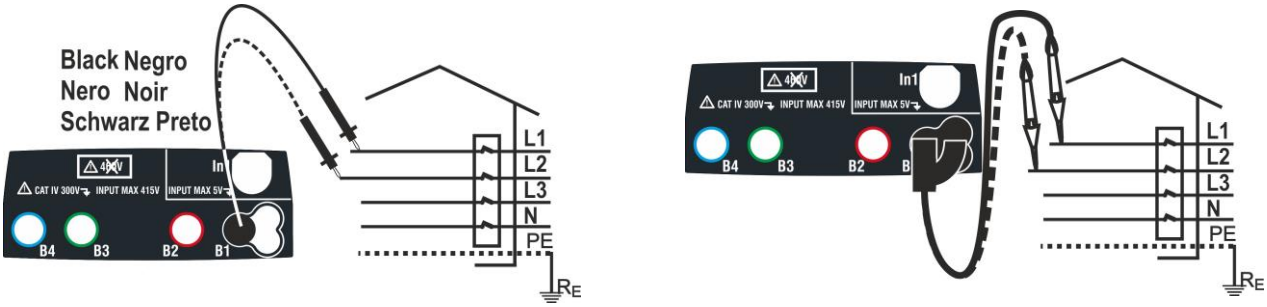
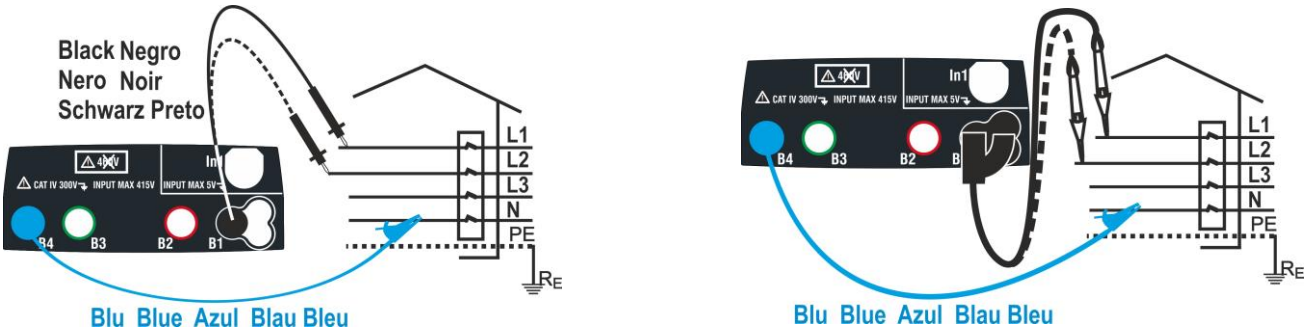

Fig. 24: Verifica del senso ciclico delle fasi 1T con terminale e puntale remoto
Fig. 25: Verifica del senso ciclico delle fasi 2T con terminale e puntale remoto
3. Inserire i connettori blu e nero dei cavi singoli nei corrispondenti terminali di ingresso dello strumento B4, B1 (misura 2T). Inserire all'estremità dei cavi rimasta libera i corrispondenti coccodrilli o puntali. Eventualmente utilizzare il puntale remoto inserendone il connettore multipolare nel terminale di ingresso B1. Connettere i coccodrilli, puntali o il puntale remoto alla fase L1 e N in accordo alle Fig. 24 e Fig. 25
In queste condizioni connettere i coccodrilli, puntali o il puntale remoto alla fase L2 e N in accordo alle Fig. 24 e Fig. 25